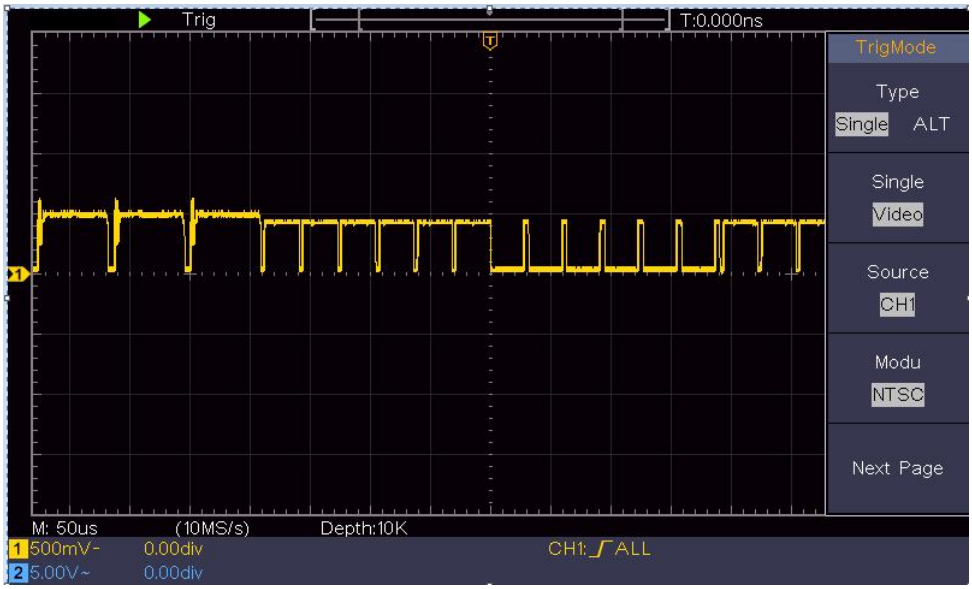

Figure 6- 7 Waveform Captured from Video Field Trigger
(1) Push the **Trigger Menu** button to display the right menu.
(2) In the right menu, select **Type** as **Single**.
(3) In the right menu, select **Single** as **Video**.
(4) In the right menu, select **Source** as **CH1**.
(5) In the right menu, select **Modu** as **NTSC**.
(6) In the right menu, press **Next Page**, select **Sync** as **Field**.
(7) Turn the **Vertical Scale**, **Vertical Position** and **Horizontal Scale** knobs to obtain a proper waveform display (see *Figure 6- 7*).